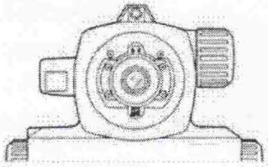

Рис. 11
- Наведите прибор на рейку В и снимите защитный кожух окуляра (рис.11).